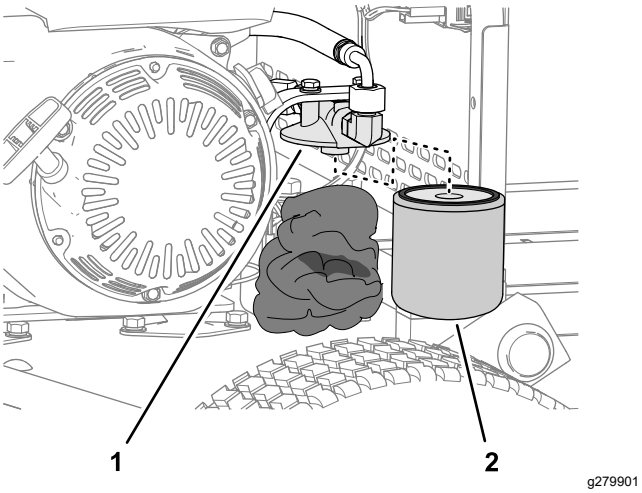

Rysunek 38
2. Rozłóż szmaty pod filtrem oleju hydraulicznego (Rysunek 38).
3. Ostrożnie wyjmij filtr oleju hydraulicznego (Rysunek 38).
5. Zamontuj nowy filtr na głowicy filtra (Rysunek 38), przykręcając go ręką aż uszczelka zetknie się z głowicą filtra, a następnie dokręć jeszcze o 3/4 obrotu.